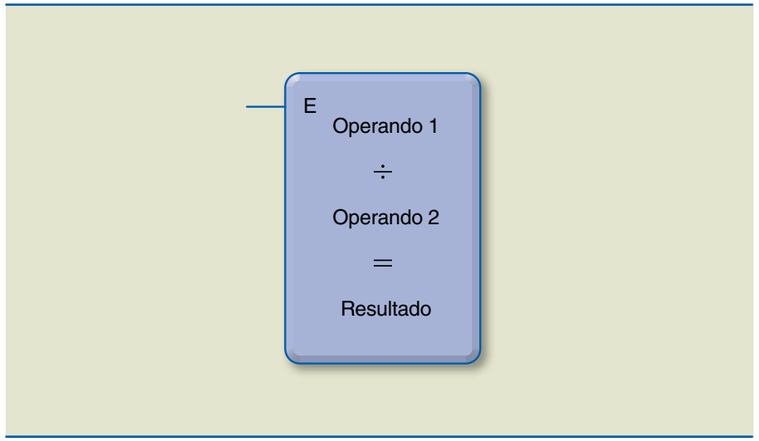

Figura 5.66
Quando essa instrução é habilitada por meio da entrada (E), executa-se a divisão dos operandos (OPR1 ÷ OPR2), colocando o resultado em RES, conforme demonstra a figura 5.66.